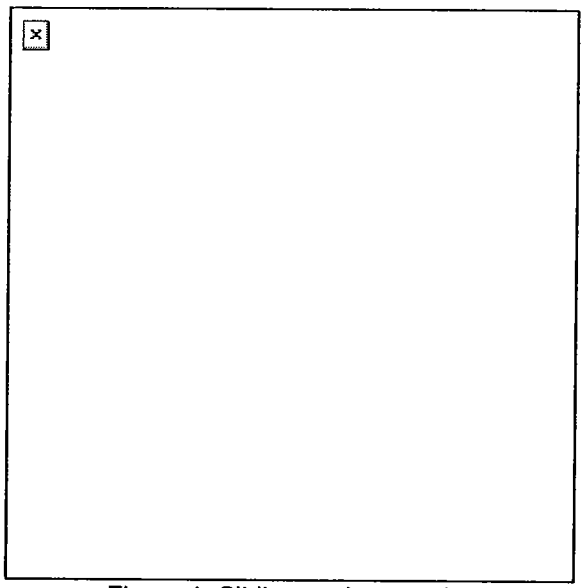
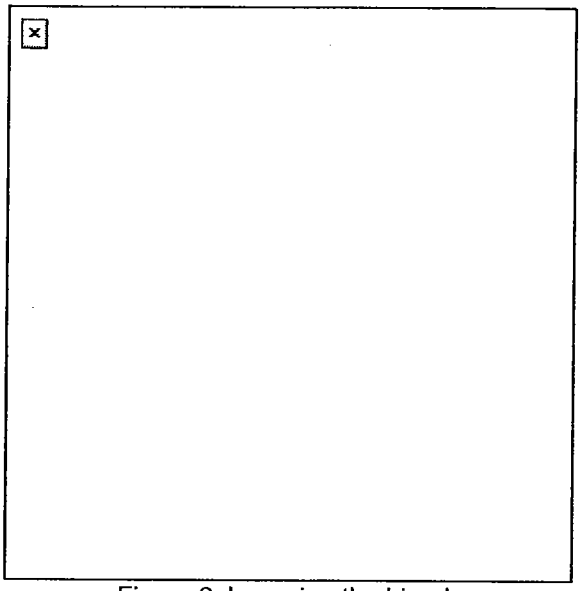

Figure 1. Sliding scale on sight.
Figure 2. Lowering the bipod.
a. Elevation: Using the elevation know, index the known range (300 meters) to the target. Center the peep sight by rotating it clockwise (right) as far as it will go, then rotate it counterclockwise (left) 5 clicks (Figures 1 and 2).
NOTE: The elevation range scale wheel has range settings from 300 to 1,000 meters. The even numbered range settings are on the left side of the scale wheel and the odd numbered range settings are on the right (Figure 1 and Figure 2).
b. Windage. Rotate the windage knob toward the muzzle until the peep sight is completely to the right, then rotate the windage knob toward the buttstock 12 clicks to the left. This will place the peep sight in the approximate center of the sight (Figures 1 and 2).